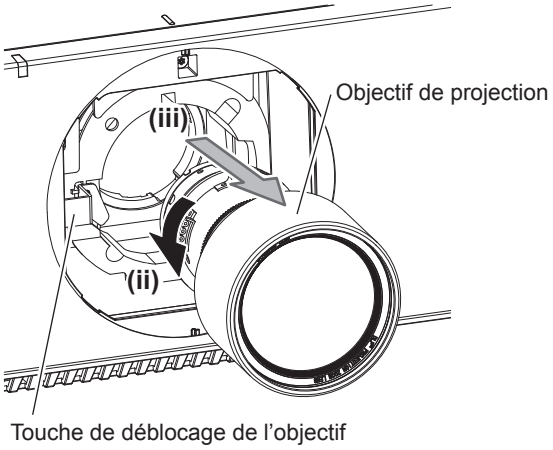

Fig. 2
2) Tout en appuyant sur la touche de déblocage de l’objectif, tournez l’objectif de projection dans le sens inverse des aiguilles d’une montre au niveau de l’extrémité et retirez-le. (Fig. 2)